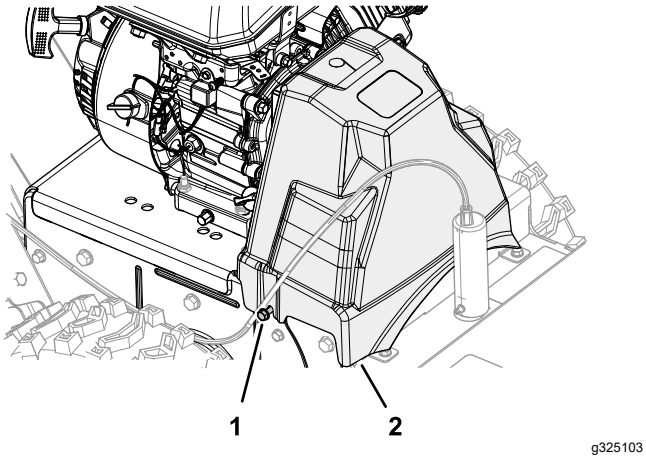

**Figure 43**
1. Alignez les fentes du protège-courroies sur les 2 vis à embase (Figure 43).
2. Montez le protège-courroies sur la machine (Figure 43).